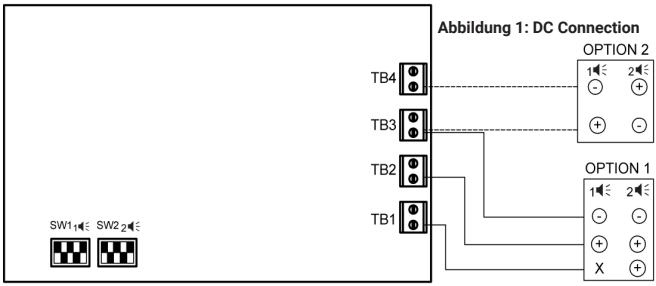

Abbildung 1: DC Connection
- Ein Ton der zweiten Stufe wird über ein drittes Kabel bereitgestellt, das an Klemme TB1/3 angeschlossen ist, wie in Abb. 1 gezeigt.
- Alternativ können nur bei DC-Geräten die Tonsignale der 1. und 2. Stufe durch umgekehrte Polarität erzeugt werden. Siehe Abbildung 1, Option 2.
- Die YO8 Super-Serie von Clifford und Snell ist ebenfalls in 48 VDC (F) erhältlich.
- Die Verdrahtung für diese Spannung ist dieselbe wie bei den in Abbildung 1 gezeigten 24 VDC-Geräten. Vergewissern Sie sich immer, dass an den entsprechenden Klemmen die richtige Spannung anliegt. 1.